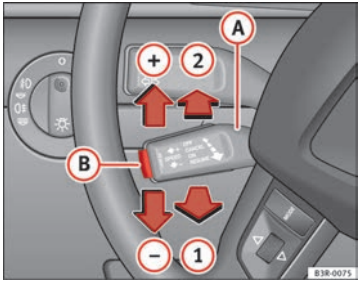

Fig. 151 Controls for the cruise control system
– Pull the lever (A) to position ⇒ fig. 151 (1) to activate the system.
– Briefly press button (B).
– Move the lever (A) up towards ⇒ fig. 151 (+).
– Move the lever (A) down towards ⇒ fig. 151 (-).
– You can increase the set speed in steps of 2 km/h by briefly pressing the lever (A) up towards ⇒ fig. 151 (+).
– You can decrease the set speed in steps of 2 km/h by briefly pressing the lever (A) down towards ⇒ fig. 151 (-).
If no speed was stored when the system was temporarily disabled, a new speed can be set as follows: drive at the desired cruising speed and briefly press button ⇒ fig. 151 (B) (SET).
– Move lever (A) ⇒ fig. 151 to position (2) (click stop engaged).